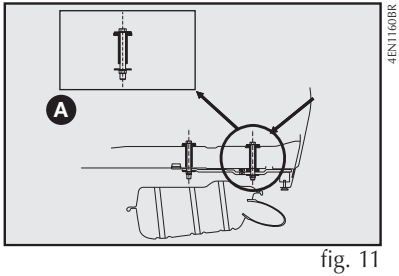
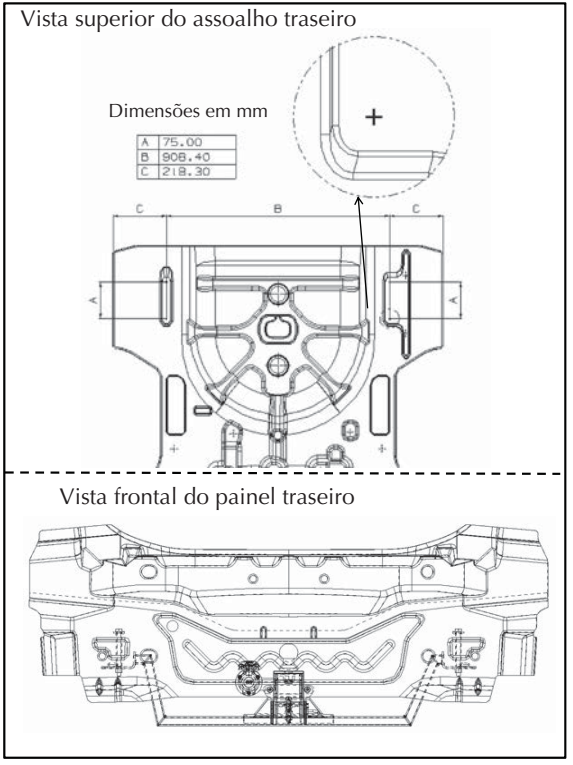

fig. 11
fig. 12
- Efetuar no veículo a furação com Ø (diâmetro) 11 mm traspassando o assoalho posterior (ver detalhe **A-fig. 11**) e a longarina nas marcas esquemáticas indicadas na **fig. 12**.